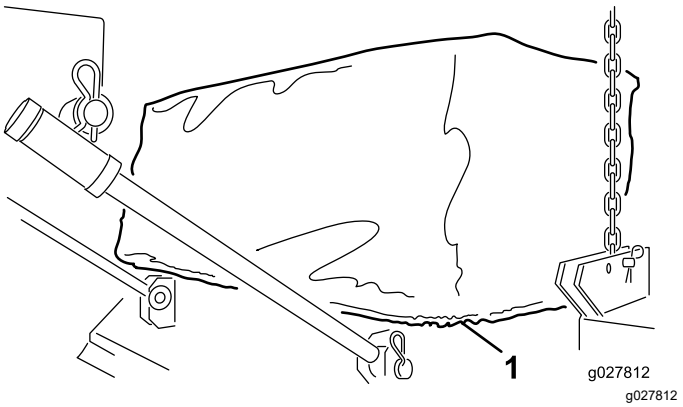

Figure 4
4. Placez l'anneau de toile autour du rebord des ouvertures du Versa-Vac et du plateau (Figure 4).